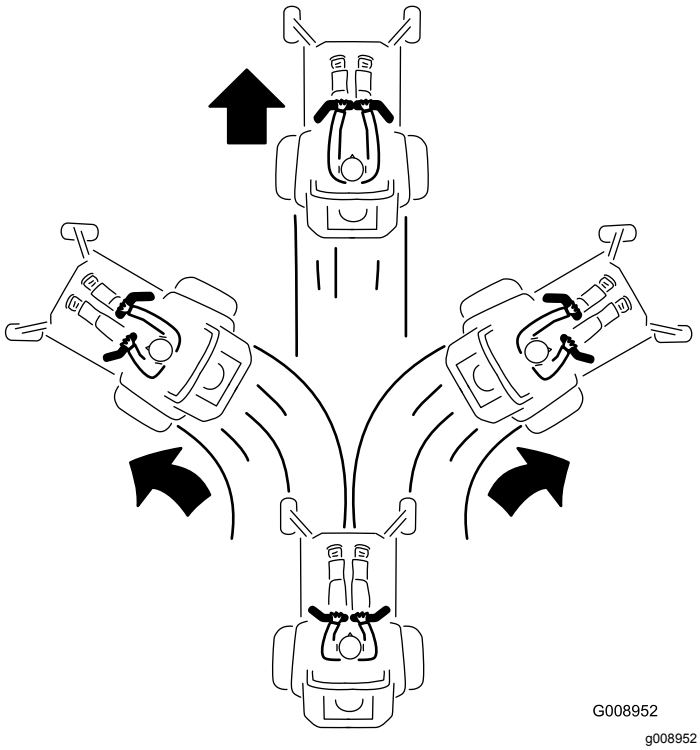

図 21
3. 前進するには、左右の走行コントロールレバーをゆっくりと前へ押し出す図 21。